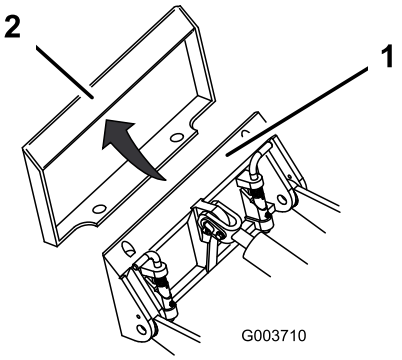

Rysunek 25
4. Umieść płytę montażową na górnej krawędzi płyty odbiornika osprzętu (Rysunek 25).